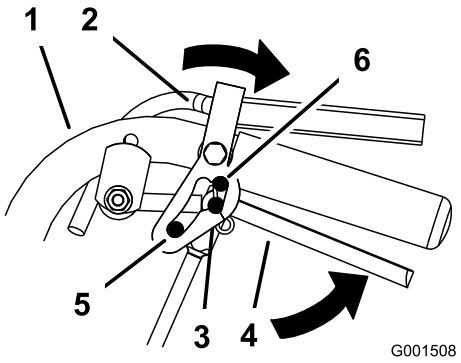

Figura 10
2. Ponga los pulgares en la parte superior de los cierres y muévalos hacia atrás hasta que los pasadores estén en la posición de punto muerto (Figura 10).